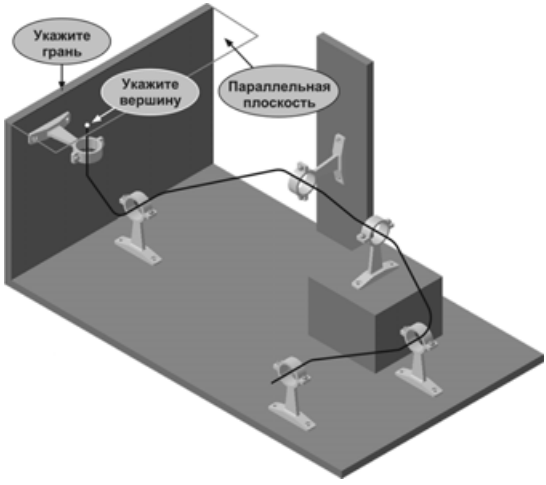

Рис. 8.70
- В окне модели укажите узкую грань **Основания** и вершину ломаной (рис. 8.70), нажмите кнопку **Создать объект**.